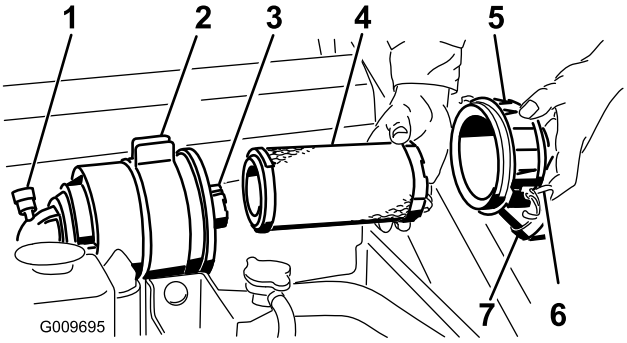

**Figur 32**
**Viktigt: Utför bara service på luftrenarfiltret när serviceindikatorn (Figur 32) är röd. Om du byter luftfiltret tidigare ökar risken för att smuts kommer in i motorn när filtret har avlägsnats.**
4. Lossa spärrhakarna på luftrenaren och dra av luftrenarkåpan från luftrenarhuset (Figur 32).
1. Dra försiktigt ut huvudfiltret ur luftrenarhuset (Figur 32). Undvik att knacka filtret mot sidan på luftrenarhuset.
4. Om du byter ut säkerhetsfiltret ska du försiktigt skjuta in det nya filtret i filterhuset (Figur 32).
5. Skjut försiktigt in huvudfiltret över säkerhetsfiltret (Figur 32). Kontrollera att det sitter ordentligt genom att trycka på filtrets yttre kant medan du monterar det.
6. Sätt tillbaka luftrenarkåpan med sidan med markeringen UP vänd uppåt och säkra spärrhakarna (Figur 32).